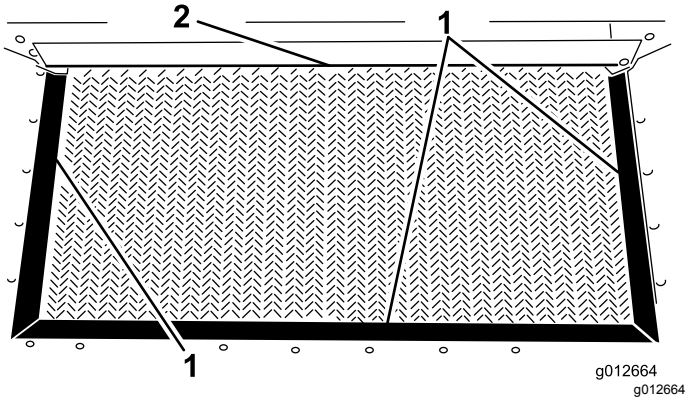

Figure 27
3. Inspect hopper seals and gate edge for wear or torn edges (Figure 27).